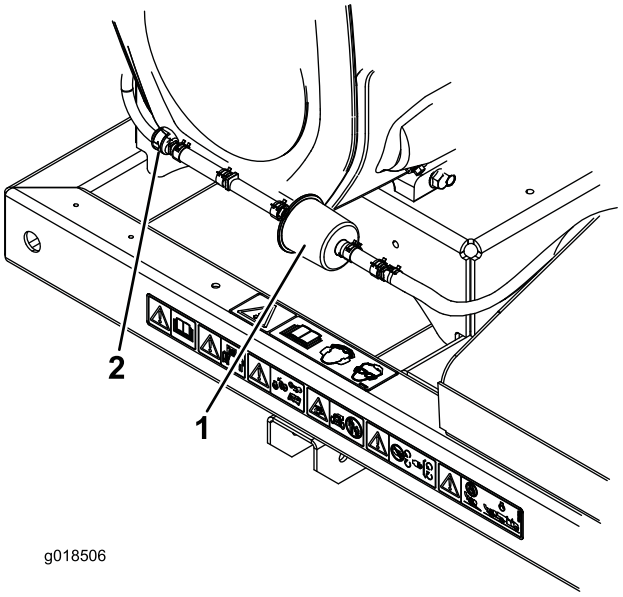

Figur 19
2. Flytta slangklämmorna av fjädertyp på bägge sidor av kolkanisterns reningsledningsfilter bort från filtret (Figur 19).
3. Ta bort och kasta kolfiltret (Figur 19).
4. Montera ett nytt filter i slangen (pilen på filtret ska peka backventilen) och fäst det med slangklämmorna (Figur 19).